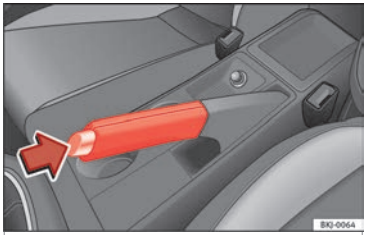

**Fig. 180** Handbrake between the front seats.
– Pull the handbrake lever up firmly **»» Fig. 180**.
– Pull the lever up slightly and press the release knob in the direction of the arrow **»» Fig. 180** and guide the handbrake lever down fully **»»** ⚠.